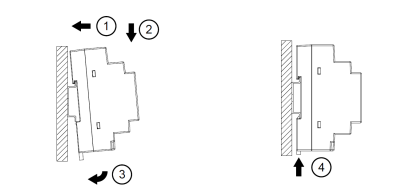

Figure 2
3. Montage (Abb. 2)
Einrasten des Geräts in DIN-Schiene, wie in Abb. 2 dargestellt: